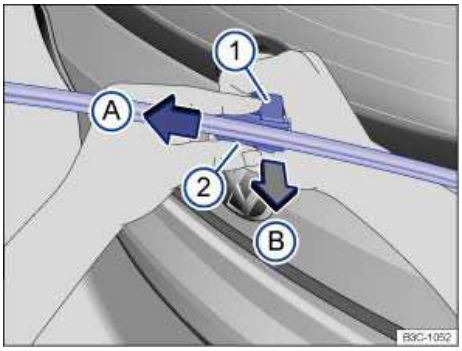

**Fig. 171** Changing the rear window wiper blades.
- Support the wiper arm ⇒ fig. 171 (1) with one hand.
- Pull the release on the bracket in the direction of the arrow (A). This may require moderate force.
- Pull off the wiper blade in the direction of the arrow (B).
- Install a new wiper blade of the **same length and type** onto the wiper arm by pushing in the opposite direction of the arrow (B) until it latches.
- Slide the release in the opposite direction of the arrow (A) to secure the wiper blade.